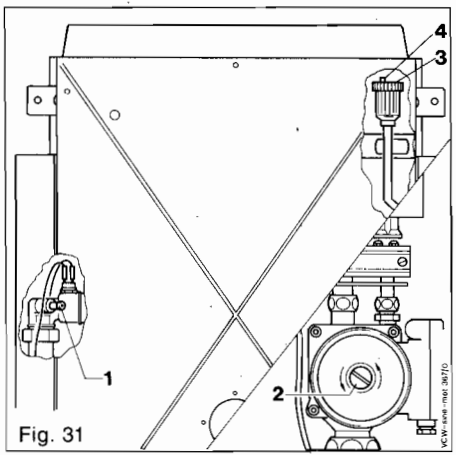

Fig. 31
For venting the boiler, back off the screw on the heat exchanger (1, Fig. 31) (see 13.4 to gain access) and the circulating pump (2) by about 1–2 turns.